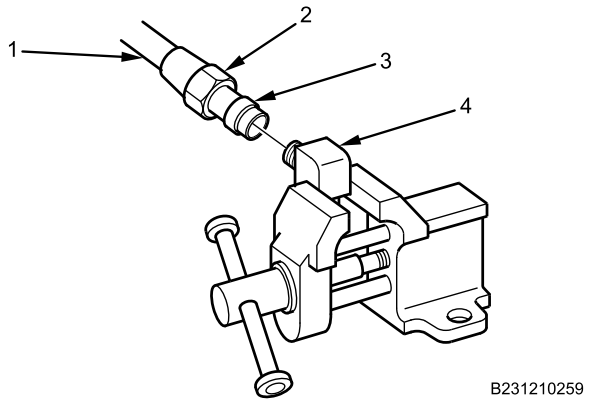

Figure 9. Making Air Compressor Tube Ends.
5. Mount 45-degree elbow fitting (Figure 9, Item 4) removed from air compressor in vise.
6. Push air compressor tube (Figure 9, Item 1) into elbow (Figure 9, Item 4) until it stops.
7. Thread ferrule compression nut (Figure 9, Item 2) onto elbow and tighten securely.
8. Remove ferrule compression nut (Figure 9, Item 2) from elbow (Figure 9, Item 4) and inspect compression sleeve (Figure 9, Item 3). Sleeve should be tight on tube (Figure 9, Item 1). If compression sleeve is loose, reinstall ferrule compression nut on elbow fitting and tighten further until compression sleeve is secure to tube.
9. Repeat steps 5-8 on other end of air compressor tube (Figure 9, Item 1).